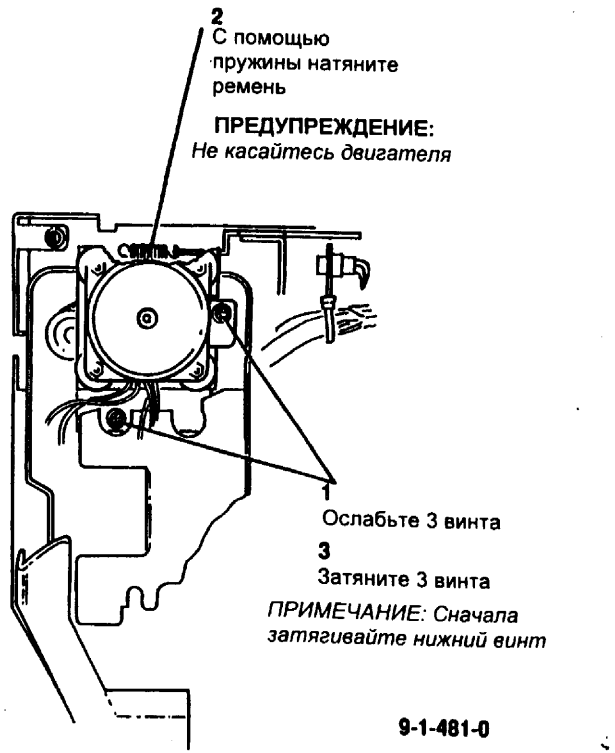

Рис. 1 Регулировка ремня привода сканирования
2. (Рис. 1) Отрегулируйте натяжение приводного ремня сканирования.